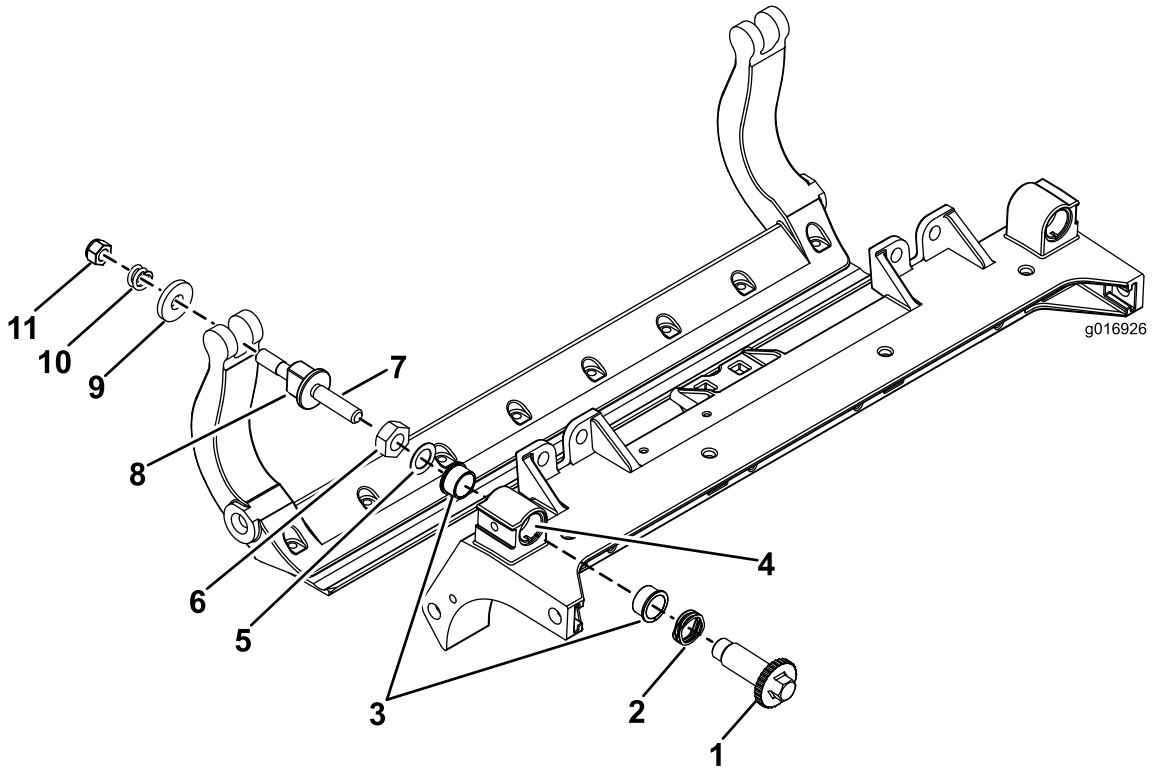

Figure 30
1. Remove all parts (refer to *Installation Instructions* for HD DPA Kit Model No. 120–7230 and to Figure 30).
2. Apply Never Seize to the inside of the bushing area on cutting unit center frame (Figure 30).
3. Align the keys on flange bushings to the slots in the frame and install the bushings (Figure 30).
4. Install a wave washer onto the adjuster shaft and slide the adjuster shaft into the flange bushings in the cutting unit frame (Figure 30).
5. Secure the adjuster shaft with a flat washer and lock nut (Figure 30). Torque the lock nut to 15 to 20 ft-lb (20 to 27 N-m).
9. Secure the bedbar to each side plate with the bedbar bolts (nuts on bolts) and 6 washers. A nylon washer is to be positioned on each side of side plate boss. Place a steel washer outside each of the nylon washers (Figure 30). Torque bedbar bolts to 27-33 ft.-lb (37-45 N-m). Tighten locknuts until the outside steel washer stops rotating and end play is removed but do not overtighten or deflect side plates. Washers on inside may have a gap (Figure 30).
10. Tighten the nut on each bedbar adjuster assembly until the compression spring is fully compressed, then loosen nut 1/2 turn (Figure 30).